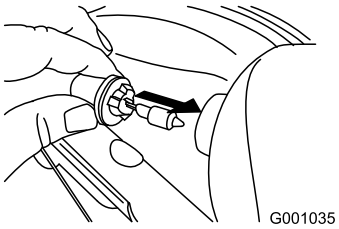

Figur 60
4. Sett en ny pære inn på baksiden av frontlykten (Figur 60).